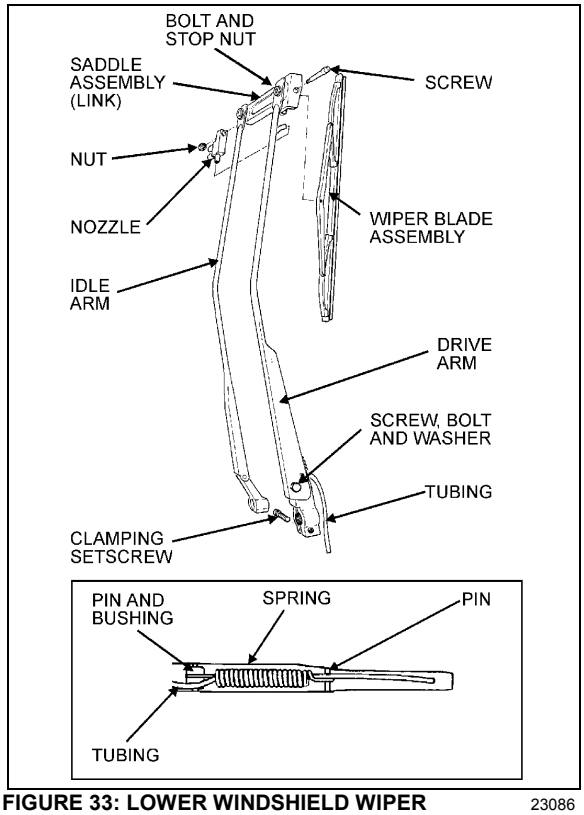
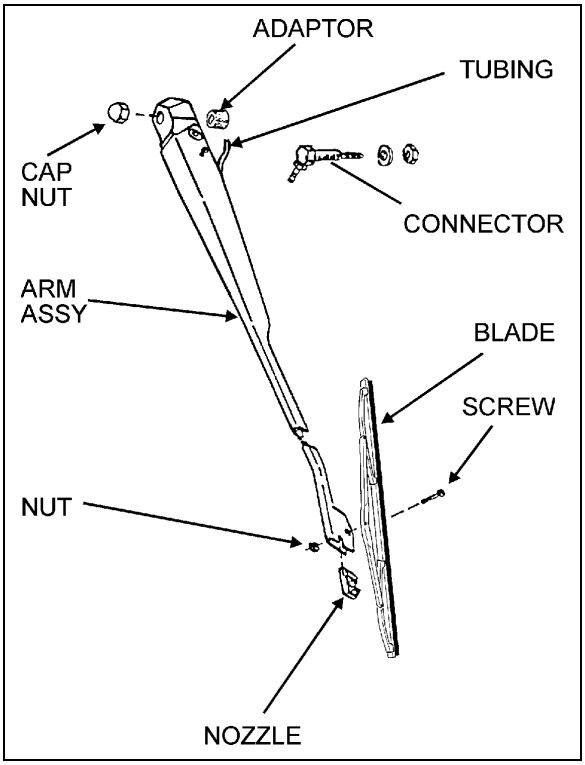

FIGURE 33: LOWER WINDSHIELD WIPER 23086
FIGURE 34: UPPER WINDSHIELD WIPER 23087
1. Remove the cap nuts from the wiper arm pivot shafts (Fig. 33 and 34);
2. Disconnect the windshield washer tubing at the base of the wiper arm (Fig 33 and 34);
3. Lower windshield wiper (Fig. 33): loosen the clamping set screw securing the drive arm to the knurled arm pivot shaft;
4. Remove the drive and idler arms (Fig. 33) or arm assembly (Fig. 34);
5. Relocate the drive arm (Fig. 33) or arm assembly (Fig. 34) on its knurled pivot shaft to obtain the desired position;
6. Lower windshield wiper (Fig. 33). Tighten the clamping set screw to secure the drive arm to the knurled shaft. Fit the idler arm onto the idler pivot shaft.
8. Connect the windshield washer tubing at the base of the wiper arm (Fig. 33 and 34);
9. Check the adjustment on a wet windshield (Fig. 33 and 34).
1. Remove the cap nuts from arms (Fig. 33 and 34);
2. Disconnect the windshield washer tubing at the base of the wiper arm (Fig. 33 and 34);
4. Lower windshield wiper (Fig. 33): loosen the clamping set screw on the base of the drive arm;
5. Remove the wiper arm assembly (Fig. 33 and 34).
1. Make sure the wiper motor is in the stop position. Lower windshield wiper (Fig. 33): position the wiper arm on the knurled drive shaft and idler arm on the pivot shaft. Upper windshield wiper (Fig. 34): position the wiper arm assembly on the knurled drive shaft;
4. Lower windshield wiper (Fig. 33): Tighten clamping nut onto the drive arm. Install cap nuts onto the arm shafts (Fig. 33 and 34);
5. Connect the windshield washer tubing at the base of the wiper arm (Fig. 33 and 34);
6. Check the adjustment on a wet windshield (Fig. 33 and 34).